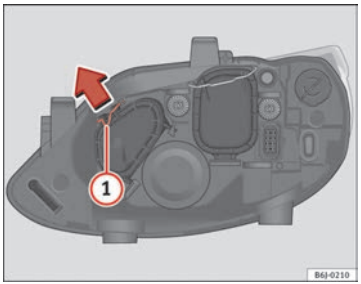

Fig. 154 Luz de carretera
– Desplace el tirante (1) en el sentido de la flecha y saque la tapa ⇒fig. 154.